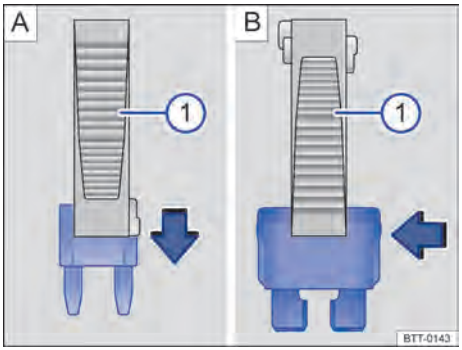

Fig. 182 Retirar ou colocar o fusível plano com o alicate de plástico: A: MINI, B: ATO.
- *No caso de fusíveis planos*,de acordo com o modelo do fusível, colocar as garras adequadas do alicate plástico ⇒Fig. 182 **A** ① ou ⇒Fig. 182 **B** ①sobre o fusível na direção da seta.